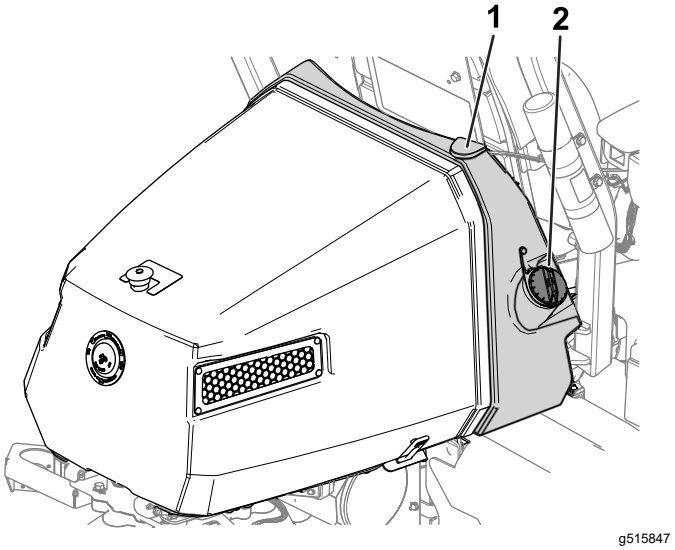

Figur 26
2. Gör rent runt tanklocket och ta bort det (Figur 26).